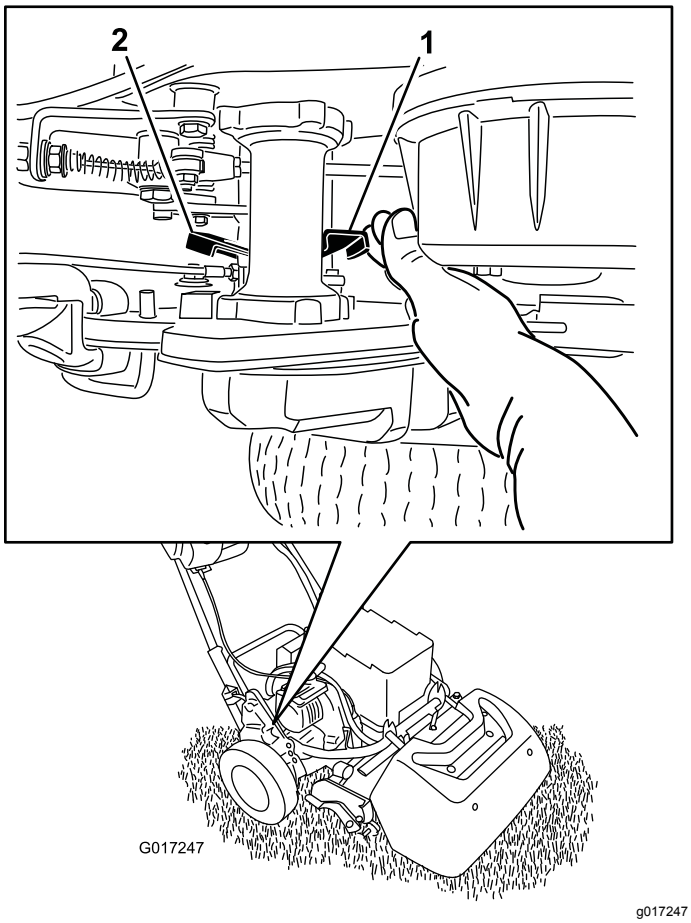

Figur 35
1. Leta rätt på spaken för hjuldrivningens inkoppling/urkoppling som sitter bredvid drivningens trumma på maskinens högra bakdel (Figur 35).